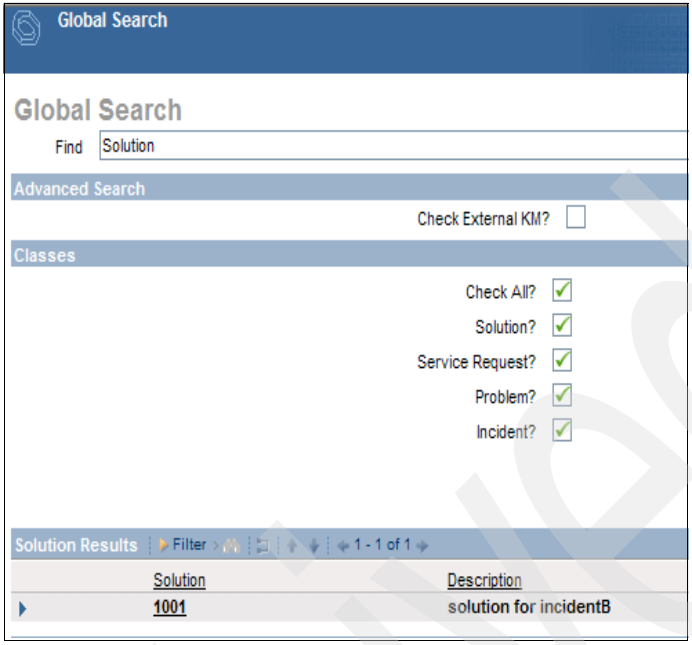

Figure 13-27 This user can see the Solution
8. In the search field, type `Solution`, and press Enter, as shown in Figure 13-27 on page 254.